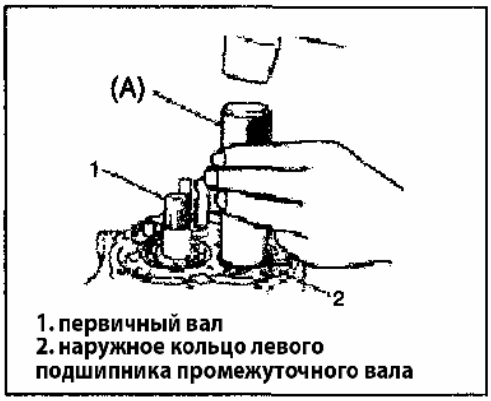

Рис. 404
1) Установите наружное кольцо левого подшипника промежуточного вала в корпус при помощи пластикового молотка (Рис. 404).